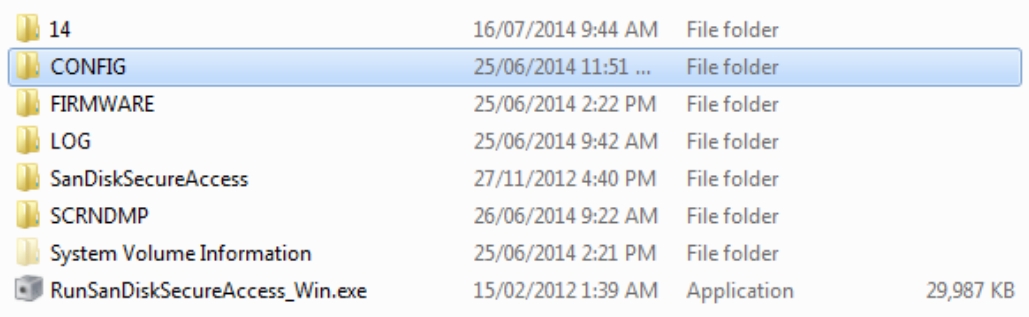

Figure 84 – USB Memory Stick File Structure
2. Separate the slide rail assembly by pressing the black plastic clips in the slide rails to remove the inner section of the rail (refer to Figure 84).